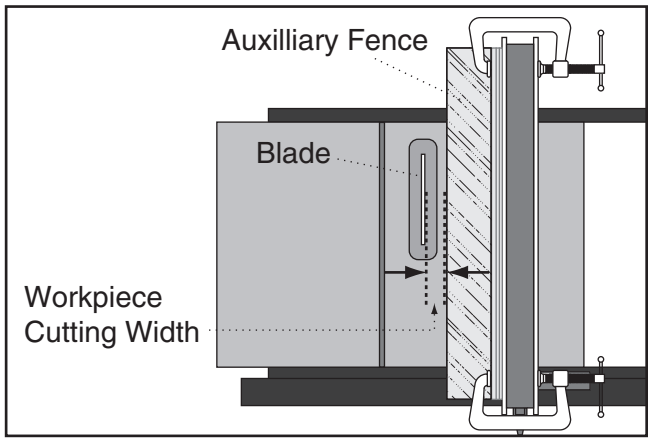

Figure 131. Example illustration of adjusting ripping distance between blade and auxiliary fence.
1. Place auxiliary fence on table and clamp it to rip fence at both ends, then adjust distance between the auxiliary fence and blade—this determines width of rip cut (see **Figure 131**).